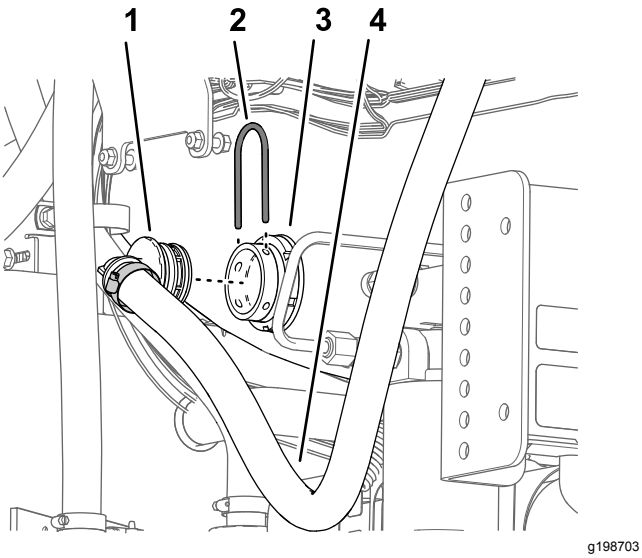

Figur 61
2. Afmonter den store holder, der fastgør 90° fittingen med modhager i nederste ende af omløbsslangen til sprøjtetankens skotfitting (Figur 61).